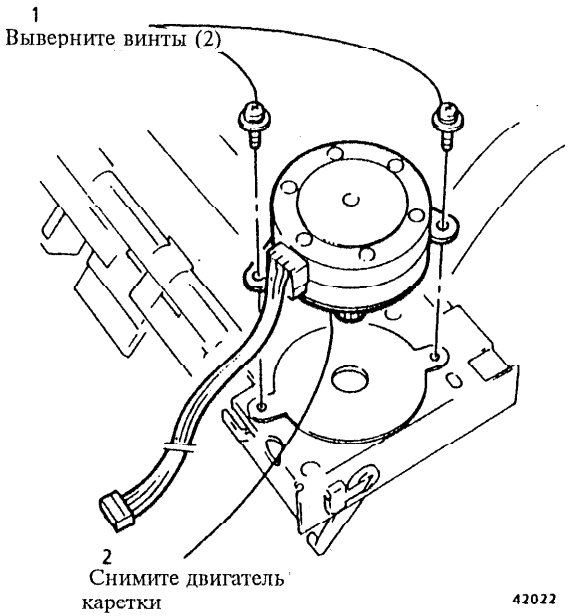

Рис. 1 Снятие двигателя каретки
5. (Рис. 1): Снимите двигатель каретки.